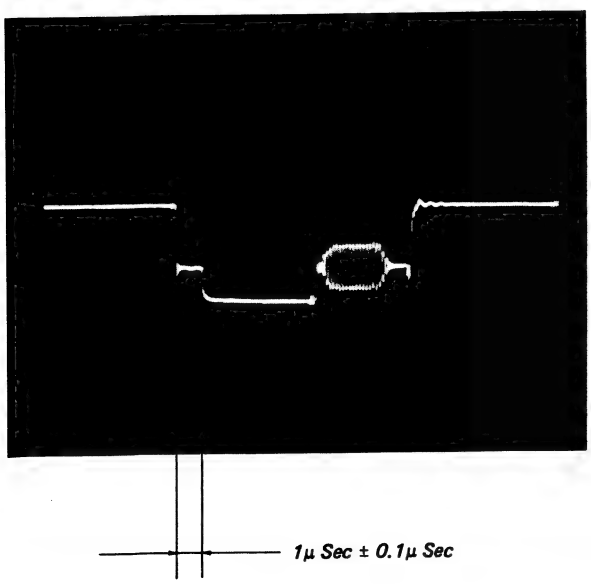

Fig. 5-1.
2. Connect an oscilloscope to TP1 on BP board and adjust RV2 on BO board for the conditions shown in Fig. 5-1.